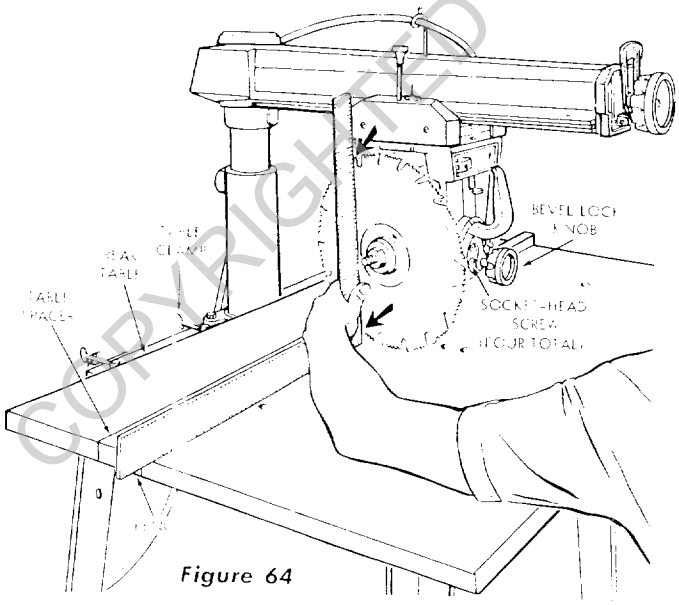

Figure 64
(1) Place a framing square on the table with the short leg against the saw blade as shown in figure 64. Do not allow the square to rest against a "set-out" tooth of the saw blade.
(2) If the saw blade is square with the table top, the square will contact the hollow-ground blade at the points shown by arrows in figure 64. If the
(c) Tilt the motor until saw blade is square with the table top as shown in figure 64. Then, while holding the square firmly against the saw blade and table top, apply moderate force against lower part of saw blade with the thumb until approximately 1/32-inch clearance exists between the square and lower edge of saw blade. This is to compensate for the possible slight shifting of the motor while the socket-head screws are being tightened.